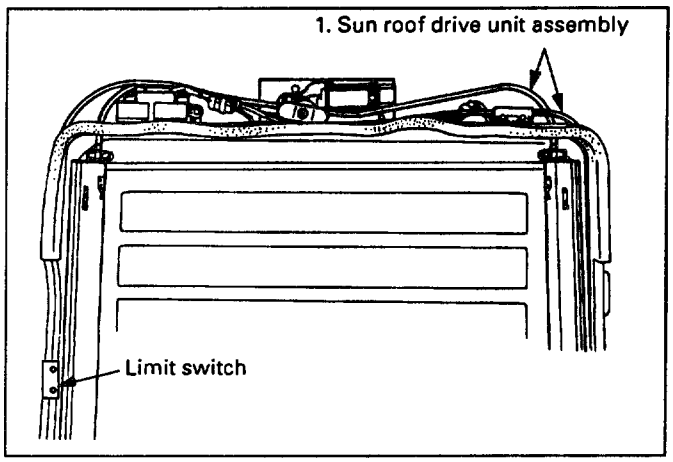

Fig. 8-414
1. **Sun roof drive unit assembly (Fig. 8-414)**